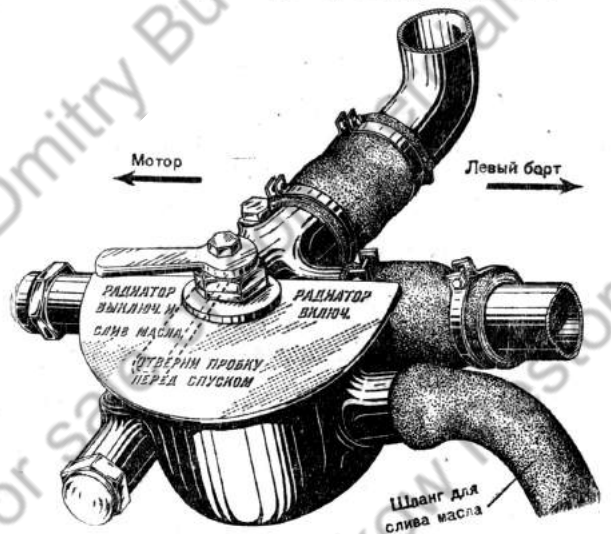

Рис. 258. Кран-редуктор
1. Поставить рукоятку крана-редуктора (рис. 258) в промежуточное положение «Отверни пробку перед спуском».